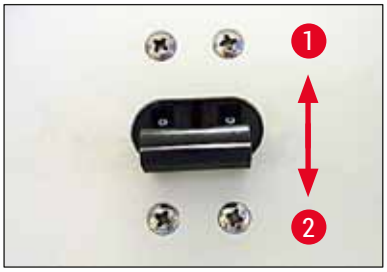

Рис. 12
- Для включения необходимо перевести автоматический выключатель в верхнее фиксирующее положение (положение выключателя 1) (→ "Рис. 12"); (→ "Рис. 12-1").
- Включите прибор с помощью автоматического выключателя (→ "Рис. 12"). Начнётся инициализация прибора.